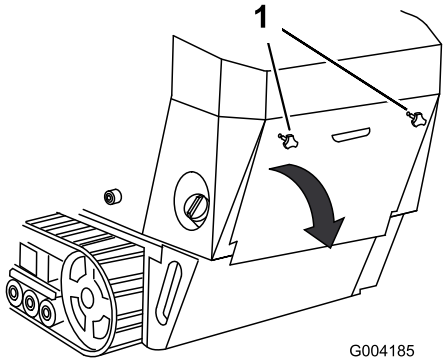

**Figur 29**
1. Skruva loss de två handrattarna som fäster den bakre åtkomstpanelen vid maskinen (Figur 29).
2. Luta den bakre åtkomstpanelen nedåt och ta bort den så att du kommer åt de inre delarna (Figur 29).